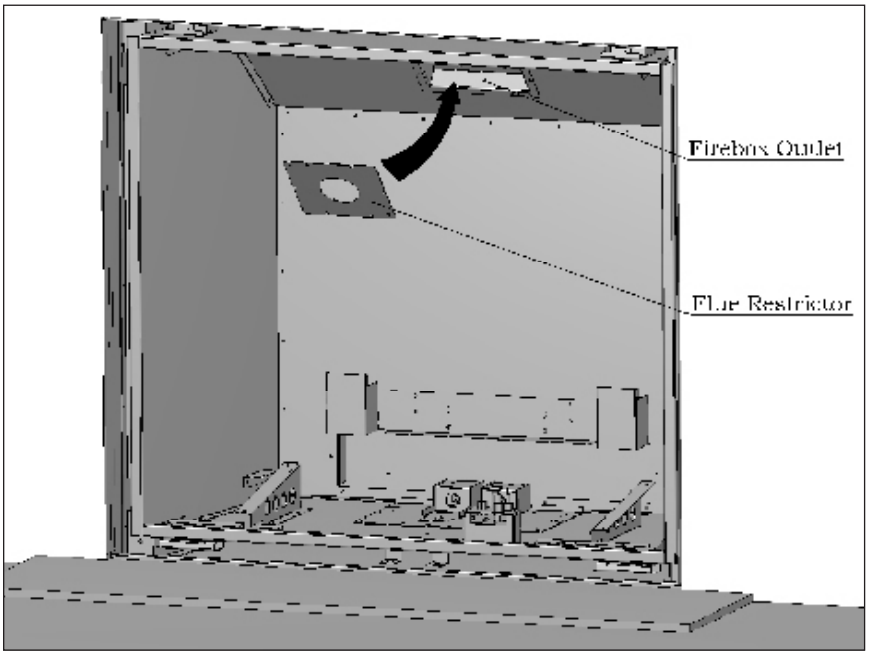

Figure 25: Installation of Flue Restrictor.
5) Using the two (2) ¼" T-20 screws provided with the restrictor, fasten the Restrictor into the Flue Outlet as shown in Figures 25 & 26. Make sure the diagonal holes line up with the diagonal holes located in the Flue Outlet Box Use a powered driver to drive the screw in. Be careful not to over-torque the screw and strip the threads.